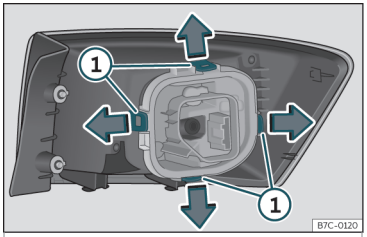

Fig. 48 Lengüetas de fijación en la parte posterior de la unidad de luz trasera.
– Desmonte el portalámparas desbloqueando las lengüetas de fijación ››› **fig. 48** ①.